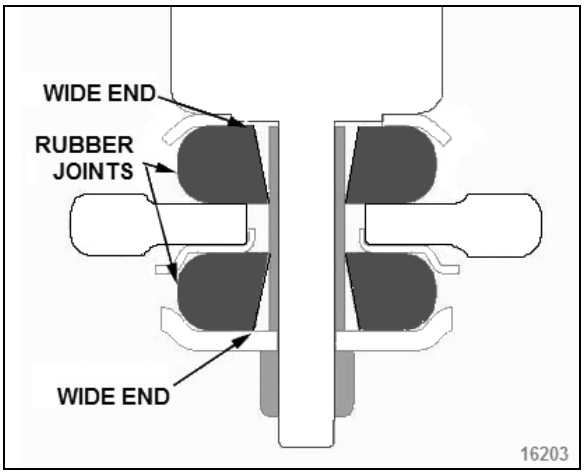

**FIGURE 35: LOWER SHOCK MOUNTING BUSHINGS**
4. On the lower mounting, take care to install the rubber joints with the wide end of the tapered hole as shown in Figure 35.